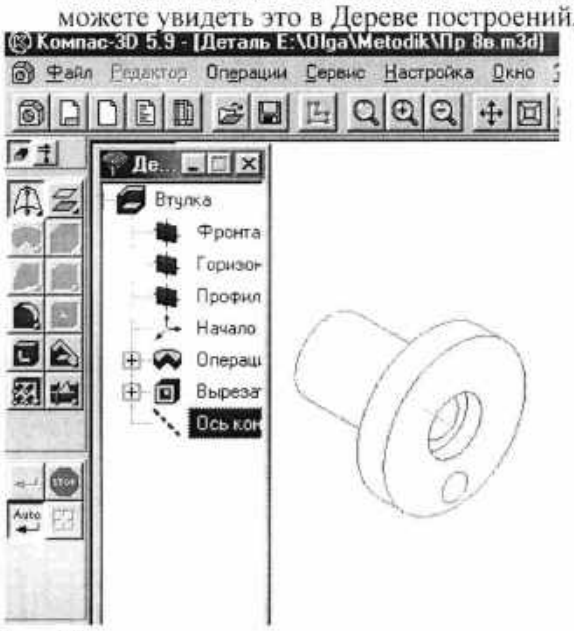

Рис. 80
5. Для копирования отверстия задайте ***Ось операции***. Для этого активизируйте кнопку ***Ось конической поверхности***, рис. 79. Подведите курсор к цилиндрической поверхности, рис. 77. Когда курсор примет вид, характерный для указания грани, щелкните левой кнопкой мыши. ***Ось операции*** выполнена. Вы можете увидеть это в Дереве построений, рис. 80.